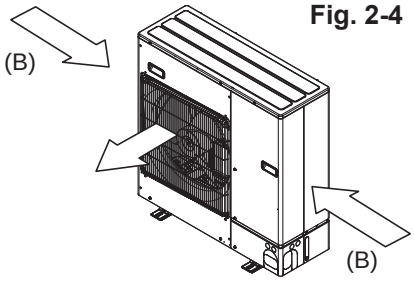

Fig. 2-5
3. Placer l'appareil de sorte que la sortie d'air souffle dans la direction perpendiculaire à celle des vents saisonniers, tant que possible. (Fig. 2-5)